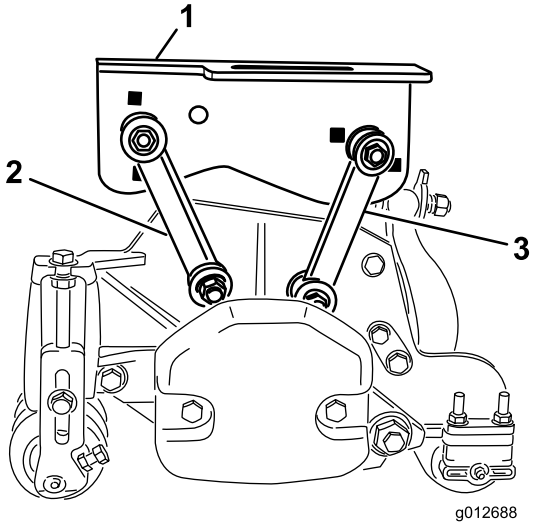

Rysunek 17
- Przedni zaczep przykręcamy śrubami 0,95 x 5,71 cm z podkładkami i nakrętkami do otworów montażowych z przodu ramy i w środkowej części zespołu tnącego jak pokazano na Rysunek 17. Umieść podkładkę z każdej strony zaczepu. Dokręć elementy mocujące z momentem 42 N·m.
- Tylny zaczep przykręcamy śrubami 0,95 x 5,71 cm z podkładkami i nakrętkami do otworów montażowych z przodu ramy i w środkowej części zespołu tnącego jak pokazano na Rysunek 17. Umieszczamy podkładkę z każdej strony zaczepu. Dokręć elementy mocujące z momentem 42 N·m.